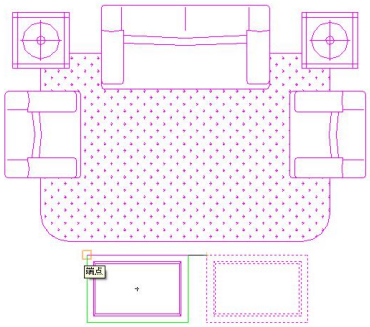

图 13-6-14
4. 将桌几移动到覆盖实体上，并定义成块，如图 13-6-14。